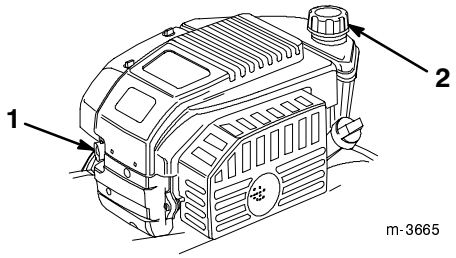

Figure 11
1. Clean around the fuel tank cap (Fig. 11).
2. Remove the fuel tank cap (Fig. 11).
2. Push the primer three times, waiting two seconds between each push (Fig. 11).